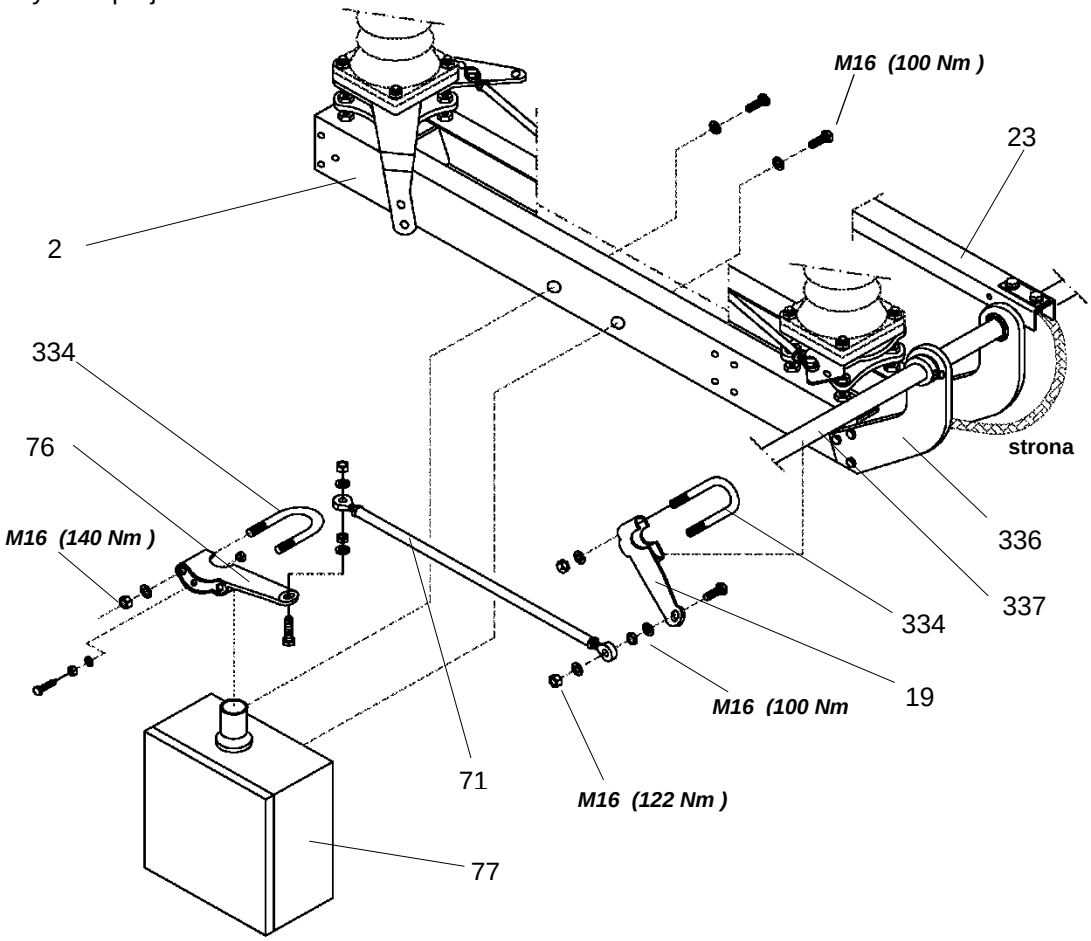

Rysunek 18 Montaż mechanizmu napędowego uziemnika - montaż bezpośrednio na ramie
1. Rozpakować mechanizm napędowy uziemnika (75)
2. Przykręcić, mechanizm napędowy do podstawy odłącznika (2) [Rys. 18]
3. Zamontować dźwignię napędową (76) na końcu wału napędowego mechanizmu napędowego, odpowiednio do wymaganej strony montażu